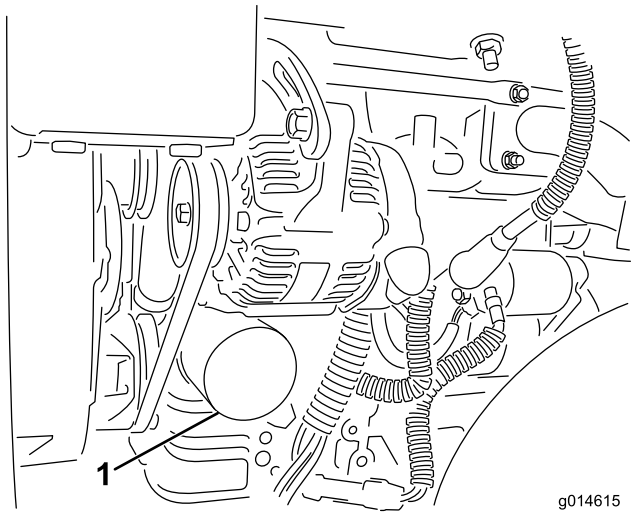

Figuur 44
2. Verwijder het oliefilter (Figuur 44). Smeer een dun laagje schone olie op de pakking van het filter.